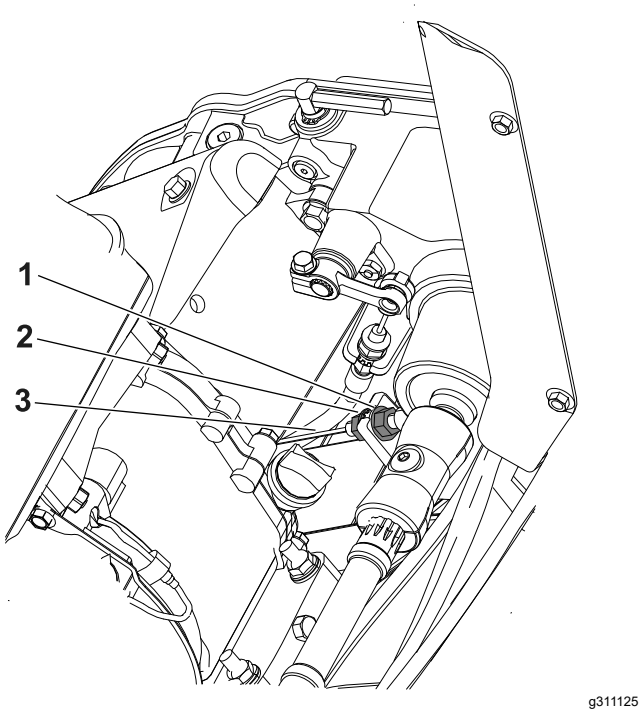

Figur 38
2. Løsn den bageste kontramøtrik, og tilspænd den forreste kontramøtrik (Figur 38).